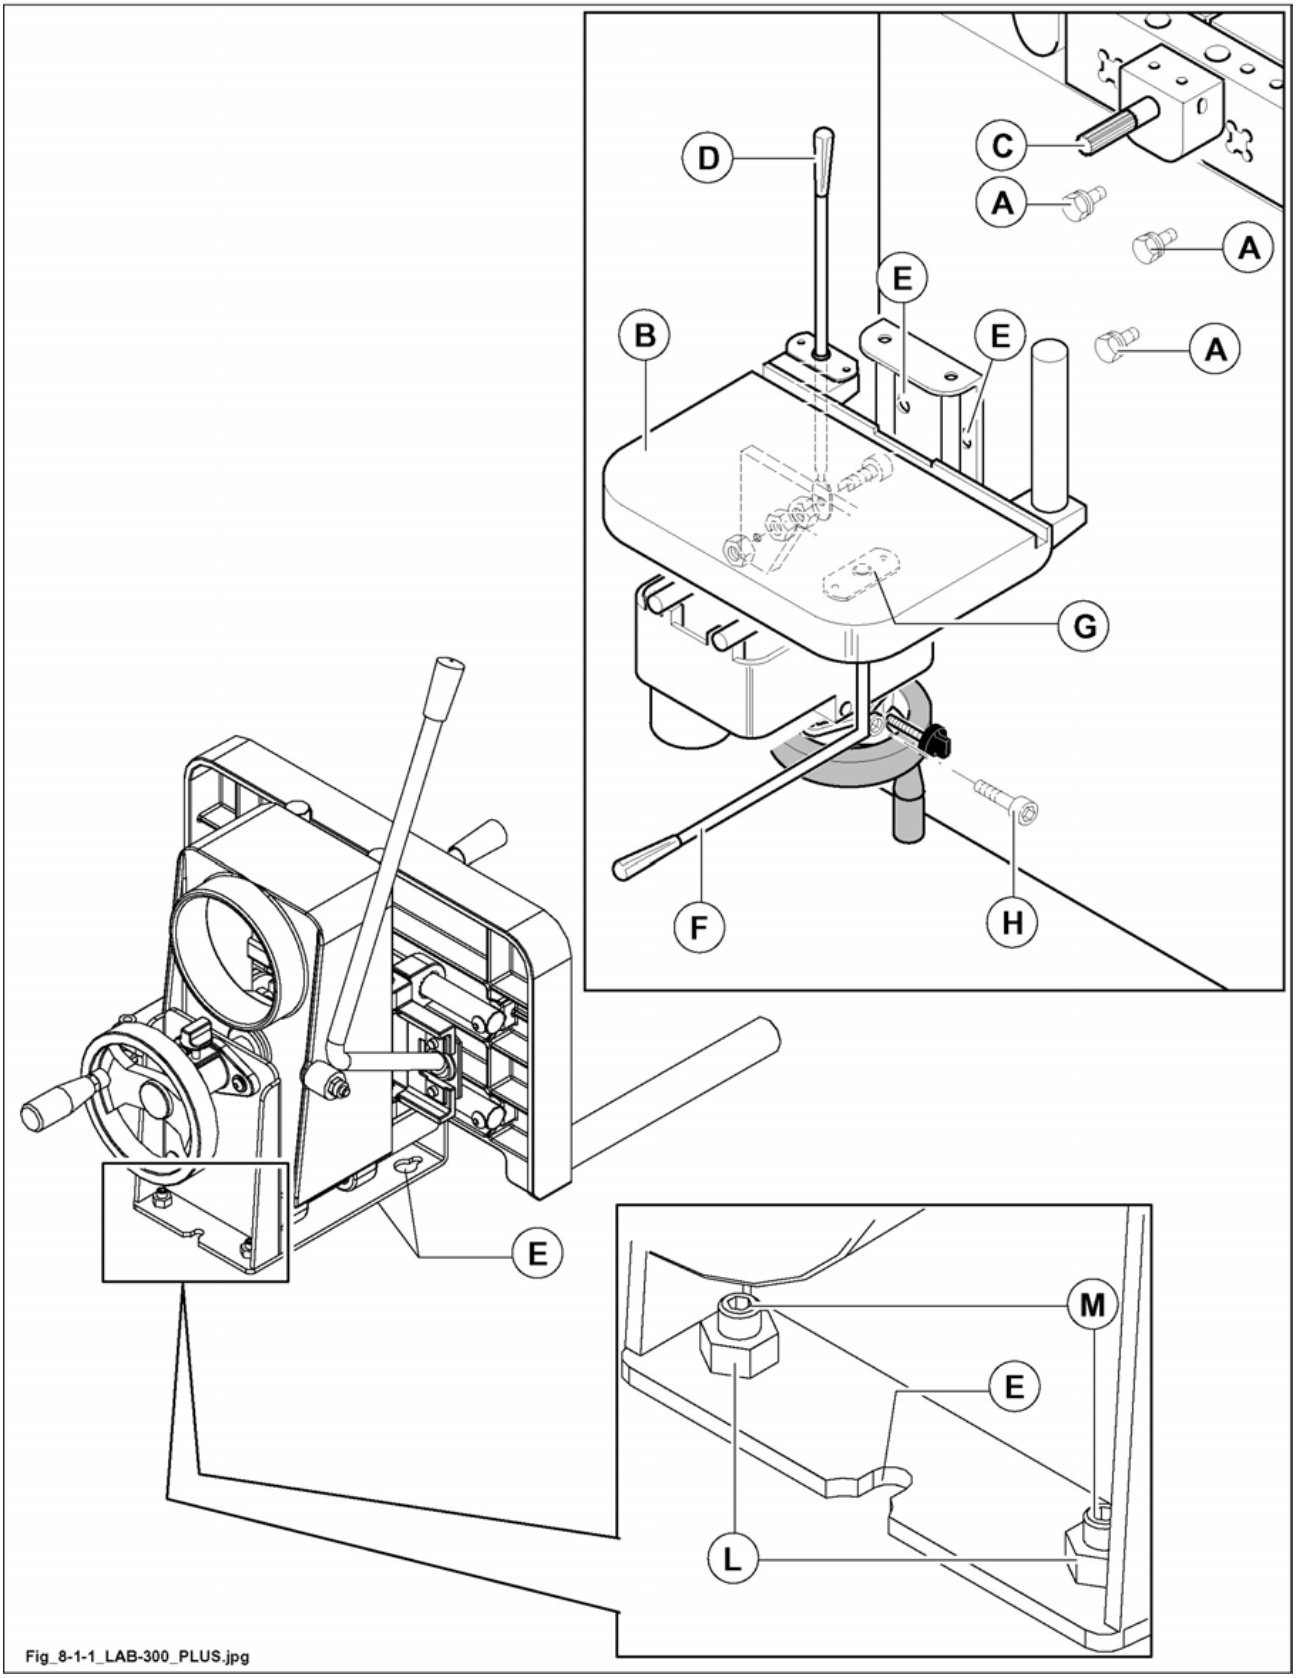

Fig. 8.1-1
1) Prepare the screws (A fig. 8.1-1) on the base of the machine.
2) Insert the mortising machine (B fig. 8.1-1) in the heads of the screws (A fig. 8.1-1) in correspondence to the three holes (E fig. 8.1-1).
3) Insert the lever (F fig. 8.1-1) in the seat of support (G fig. 8.1-1) and screw down the screw (H fig. 8.1-1).
4) Lock the lever (D fig. 8.1-1) with screw and nut.
5) Loosen the nuts (L fig. 8.1-1).
Screw down the screws (A fig. 8.1-1) until joining the mortising machine to the base and adjust the parallelism of the table with respect to the bit (C fig. 8.1-1) (see "Spindle bits - assembly" par. 8.1.2) acting on the grub screws (M fig. 8.1-1).
Check parallelism in the various positions translating the table (B fig. 8.1-1) by means of the lever (D fig. 8.1-1).
Tighten the nuts (L fig. 8.1-1).
6) Tighten the screws (A fig. 8.1-1) when adjustment has been completed.